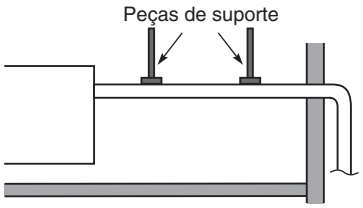

Fig. 3-13
- Não aplique força à tubagem no lado da unidade quando ligar o tubo de drenagem. O tubo não deve ficar suspenso sem um suporte desde sua ligação à unidade. Aperte o tubo numa parede, armação ou outro suporte o mais próximo possível da unidade. (Fig. 3-13)